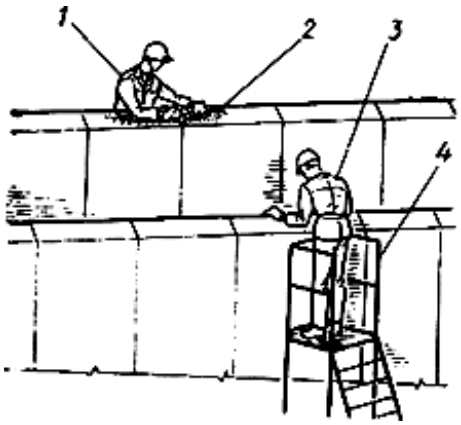

Рис.3. Схема подготовки места установки лестничной площадки
Подготовка места установки лестничной площадки, установка площадки (рис.3 ... 6), исполнители рабочий, выполняющий монтажные работы, старший в звене и рабочий, выполняющий монтажные работы
2. Рабочий, выполняющий монтажные работы, старший в звене и рабочий, выполняющий монтажные работы подкатывают площадки для сварщика и монтажника *4* к месту установки лестничной площадки на стене и поднимаются на них (рис.3).